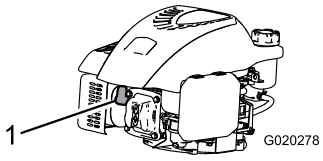

Figur 27
2. Lossa tändkabeln från tändstiftet (Figur 27) innan du utför underhåll.